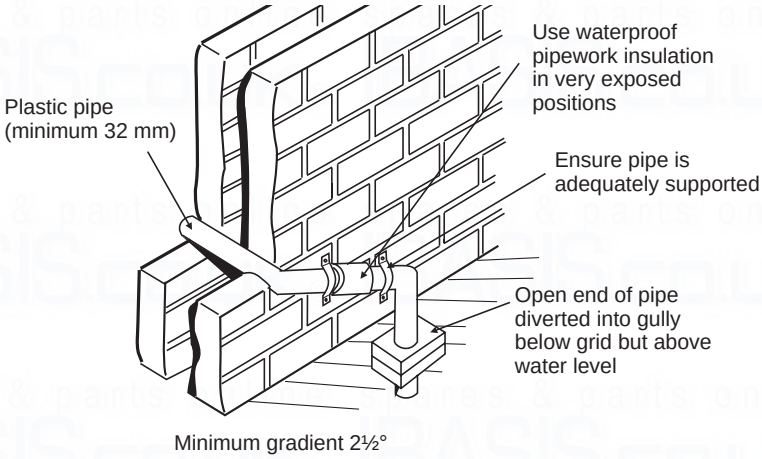

**Fig. 3.7 - External gully**
External pipe runs should be avoided, but if it is necessary, the pipework should be protected from the risk of freezing with waterproof insulation and the length should be kept to a maximum of 3 m and the condensate pipework should be increased to a minimum of 32 mm diameter. Termination should be into an external gulley or soakaway as shown in Figs. 3.7 and 3.8.
**Note:** All pipework must have a continuous fall (see Figs. 3.7 and 3.8) from the boiler and must be of an acid resistant material such as plastic waste pipe. (copper or steel is not suitable).